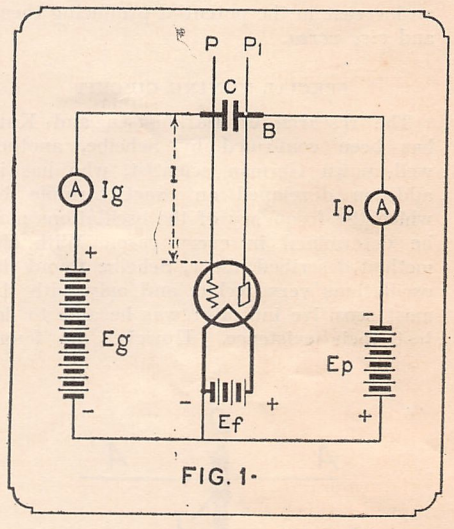

FIG. 1.
The circuit which he used for this purpose is shown in Fig. 1. Two parallel wires (P and P1) are connected to the grid and plate terminals of the tube, and these wires are connected by a sliding bridge, B. The grid-plate capacity of the vacuum tube, plus the inductance of the two parallel wires, composes the closed oscillatory circuit, which may be adjusted to the desired frequency by the sliding bridge. The grid and plate potentials are brought to the tube through the parallel wires and the by-pass condenser (C) is used to prevent a short-circuit of these power-supply wires. Because of its relatively large capacity, the presence of the condenser in the bridge has little or no effect upon the high-frequency circuit.
The operation of such a circuit as shown in Fig. 1 may be explained as follows: with a negative potential applied to the plate, under ordinary circumstances, it would seem that there should be no current between the plate and the filament. On the contrary, in a poor vacuum tube it is possible to detect an *"ionic"* current flowing in the *opposite direction* from that of the normal stream of electrons. If oscillations are now produced in the tube, in the manner previously described, a positive stream of *"ions"* will be found to exist; and this stream will reach its maximum when resonance is produced between the outer oscillatory circuit and the oscillations inside the tube. The ion represents a particle of gas which has lost an electron (unit negative charge) and therefore has a unit positive charge; it tends to move toward a negative potential, therefore.